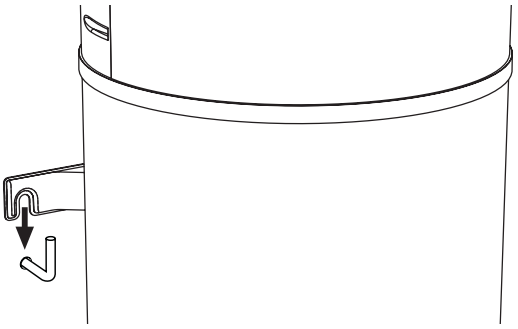

fig. 51 - Fixation au mur
- Accrocher la chaudière avec le support de fixation spécifique (fig. 51).